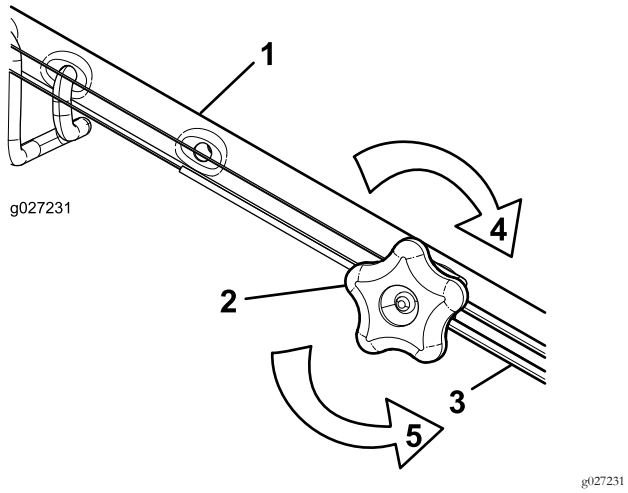

Figure 32
1. Tournez le bouton de réglage dans le sens antihoraire pour desserrer le réglage du câble (Figure 32).
2. Ajustez la tension du câble (Figure 32) en le tirant en arrière ou en le poussant en avant puis en le maintenant à cette position.